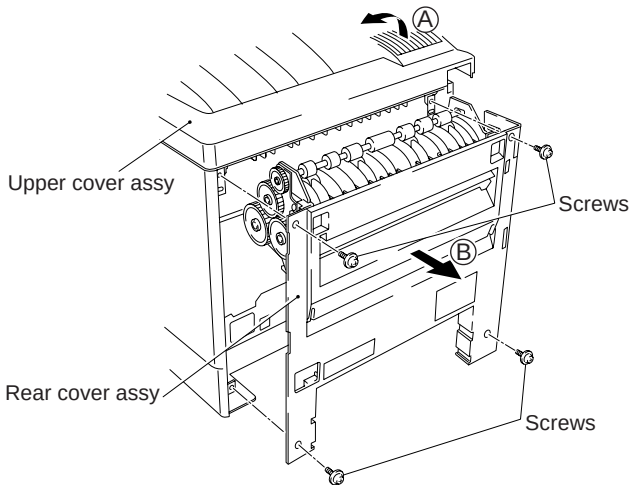

Figure 4.5
(2) Loosen the top left screw.
(3) Remove the upper cover assy (Ⓐ) (Refer to Figure 4.5).
(4) Remove the rear cover by pulling it rearward (Ⓑ) (Refer to Figure 4.5).